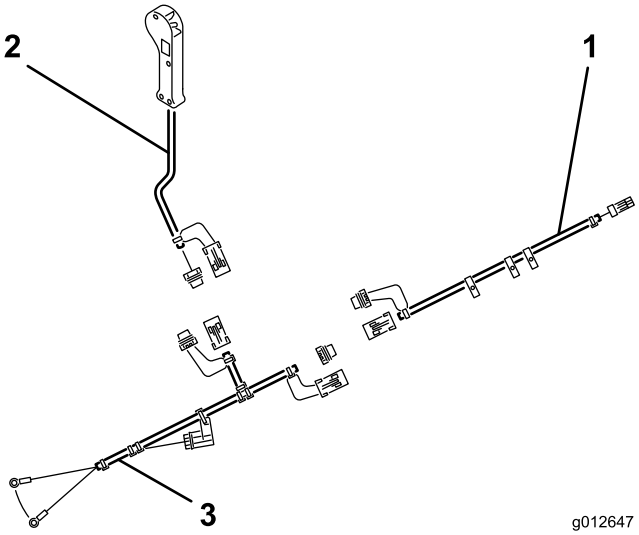

Rysunek 6
1. Podepnij wiązkę przewodów do złączki na zaworze elektromagnetycznym posypywarki (Rysunek 6).